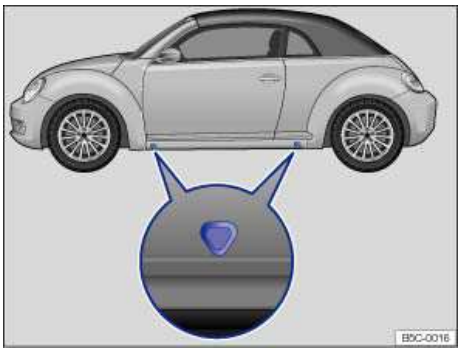

Fig. 172 Lift points for the jack.
The jack must be positioned at one of the 4 lift points marked on the vehicle body (2 on each side as shown in ⇒ fig. 172). You must use the lift point closest to the wheel being changed ⇒ .
6. Find the jack lift point ⇒ fig. 172 on the vehicle frame that is closest to the wheel to be changed.